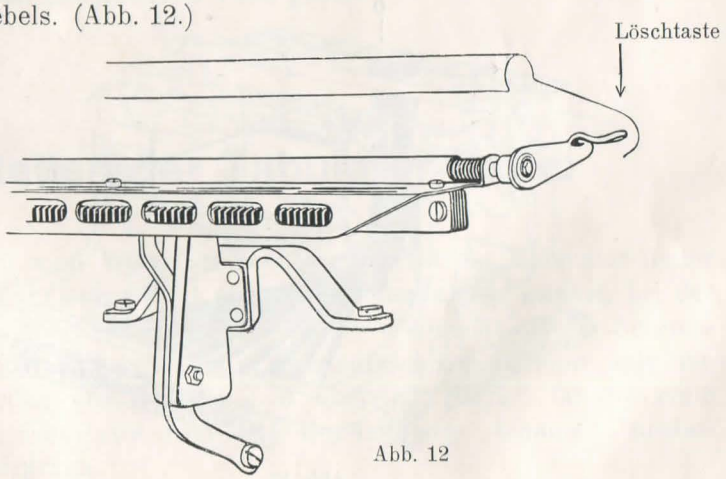

Abb. 12
4. Löschen der Reiterstellungen: geschieht durch Niederdrücken eines links an der Reiterschiene befindlichen Hebels. (Abb. 12.)